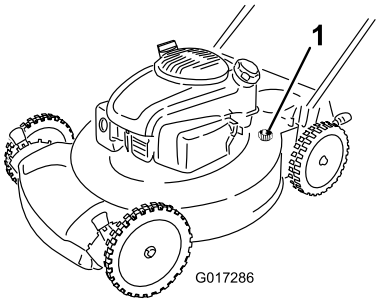

Figura 23
4. Conecte una manguera de jardín que esté conectada a un grifo al orificio de lavado de la carcasa de la máquina (Figura 23).